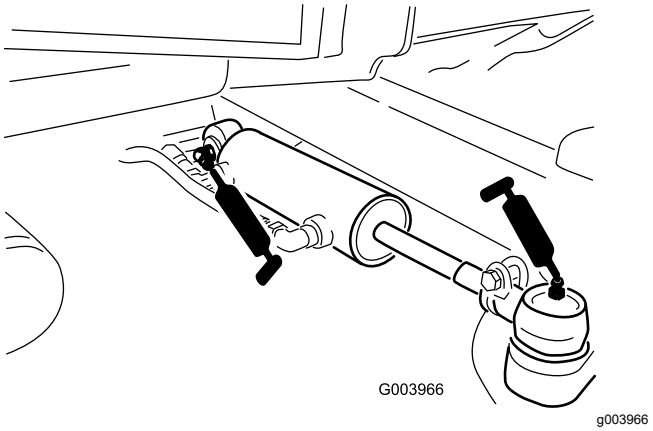

Figur 75
- Styretøjscylinderens kugleled (2) (Figur 75)